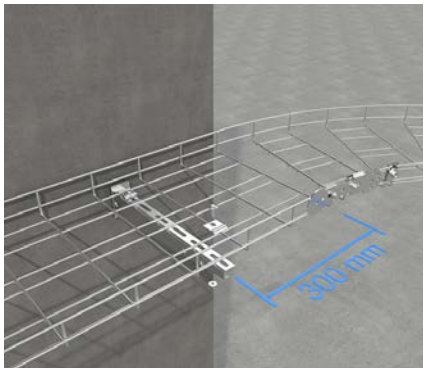

Fig. 1: Support spacing
2. The following applies to all shaped parts, changes in direction or open ends: The maximum distance of 300 mm in relation to the end of the shaped part and the support must be observed (see Fig. 1).